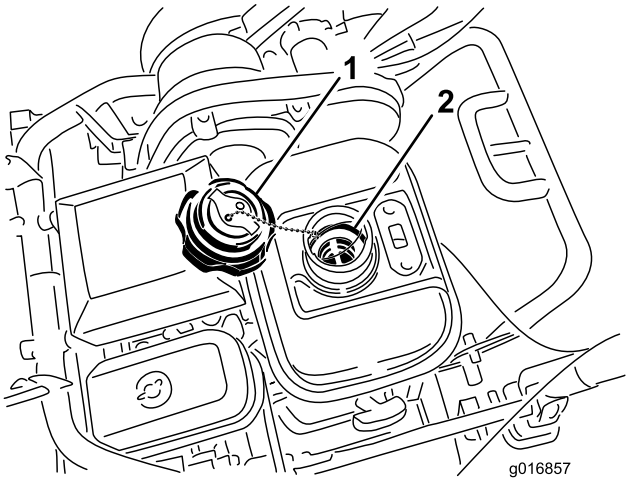

Figuur 37
3. Schroef de brandstoftankdop van de tank en verwijder de dop (Figuur 37).